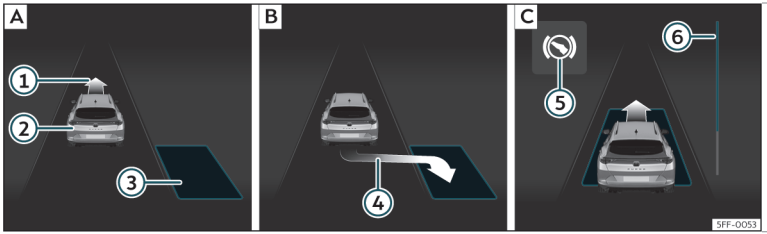
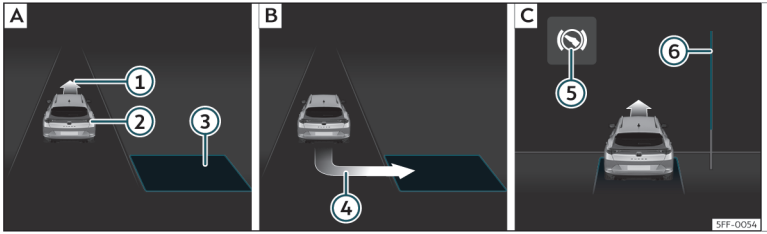

Fig. 172 On the instrument panel display: parallel parking. A Finding a parking space. B Parking position. C Manoeuvring.
Fig. 173 On the instrument panel display: angle parking. A Finding a parking space. B Parking position. C Manoeuvring.
- Look at the display on the instrument panel to see if the space has been detected as “appropriate” and if the correct position for parking has been reached>>> **Fig. 172** B or>>> **Fig. 173** B. The space is considered “appropriate” if the display on the instrument panel shows the message to park ④.
- Reverse until the continuous ParkPilot signal sounds; **OR:** reverse until the indication to move forward appears on the instrument panel display>>> **Fig. 172** C or>>> **Fig. 173** C; **OR:** reverse until the **`Park Assist finished`** message appears on the instrument panel display. The progress bar ⑥ indicates the distance to cover>>> **page 265** .
- Move forward until the continuous ParkPilot signal sounds; **OR:** move forward until the reverse indication appears on the instrument panel display. The Park Assist system steers the vehicle forward and back until it centres it in the space>>> **Fig. 172** C or>>> **Fig. 173** C.
The progress bar >>> **Fig. 172** ⑥ and>>> **Fig. 173** ⑥ on the screen of the instrument panel displays the relative distance to be covered. The greater the distance, the fuller the progress bar. When driving forward, the content of the progress bar decreases upwards, and when reversing, it decreases downwards.